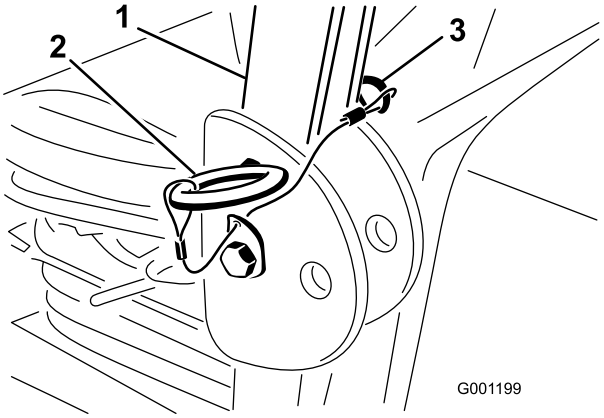

**Figur 8**
1. Fjern splitterne og de to pinde fra styrtbøjlen (Figur 8).
2. Hæv styrtbøjlen til oprejst position, og monter de to pinde, og fastgør dem med splitterne (Figur 8).